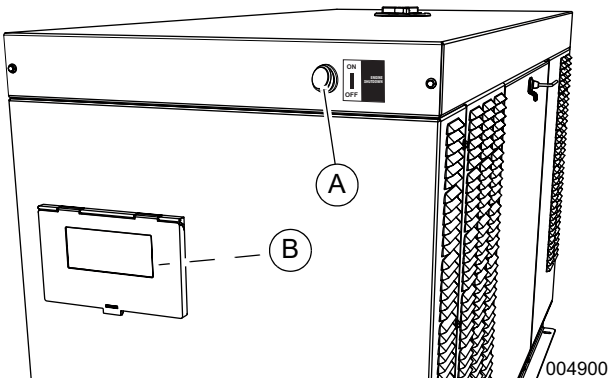

Figure 6-3. Auxiliary Shutdown Switch Locations
1. See ***Figure 6-3***. Verify auxiliary shutdown switches (A, B) are ON (I).